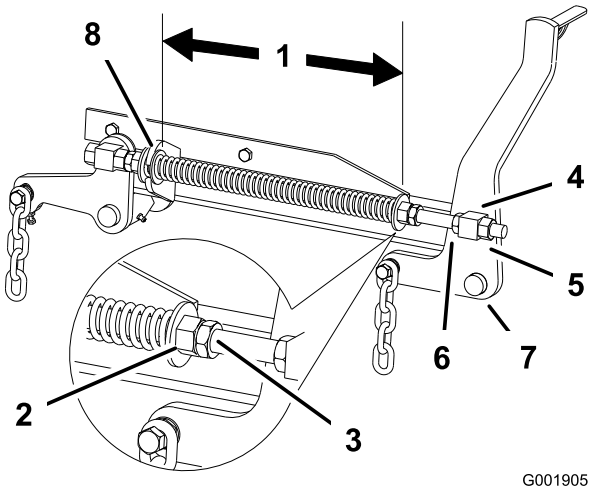

Figur 78
2. Kontroller afstanden mellem de to store skiver. Den skal være 29,2 cm (Figur 78).
3. Juster denne afstand ved at løsne fjederkontramøtrikken og dreje møtrikken foran hver fjeder (Figur 78). Når møtrikken drejes med uret, forkortes fjederen. Drejes den mod uret, bliver fjederen længere.
4. Lås møtrikken på plads ved at spænde fjederkontramøtrikken (Figur 78).